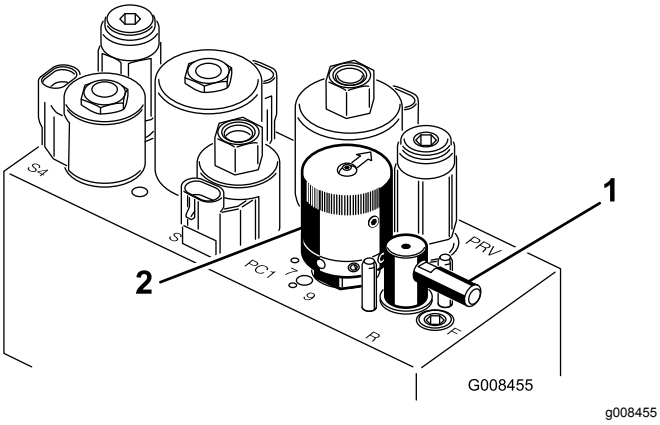

Figur 50
5. Drei slipespaken til stillingen "R" (Figur 50).
6. Drei spolehastighetskontrollen til innstilling 1 (Figur 50).